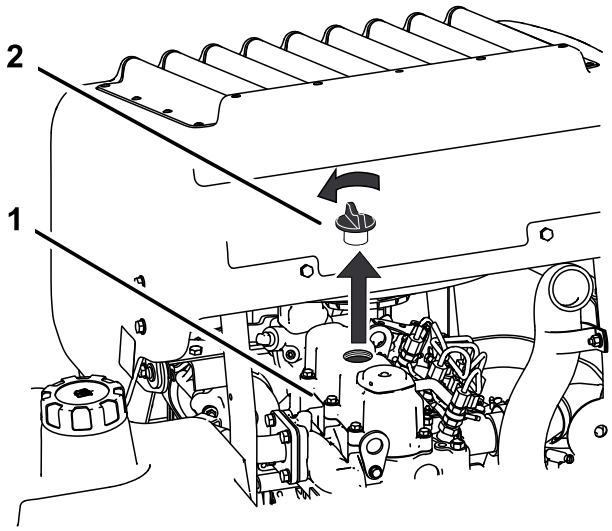

**Figuur 38**
6. Verwijder de vuldop op de bovenkant van de motor (Figuur 38). Hierdoor kan de olie makkelijker weglopen.
2. Verwijder de vuldop en de peilstok (Figuur 38).